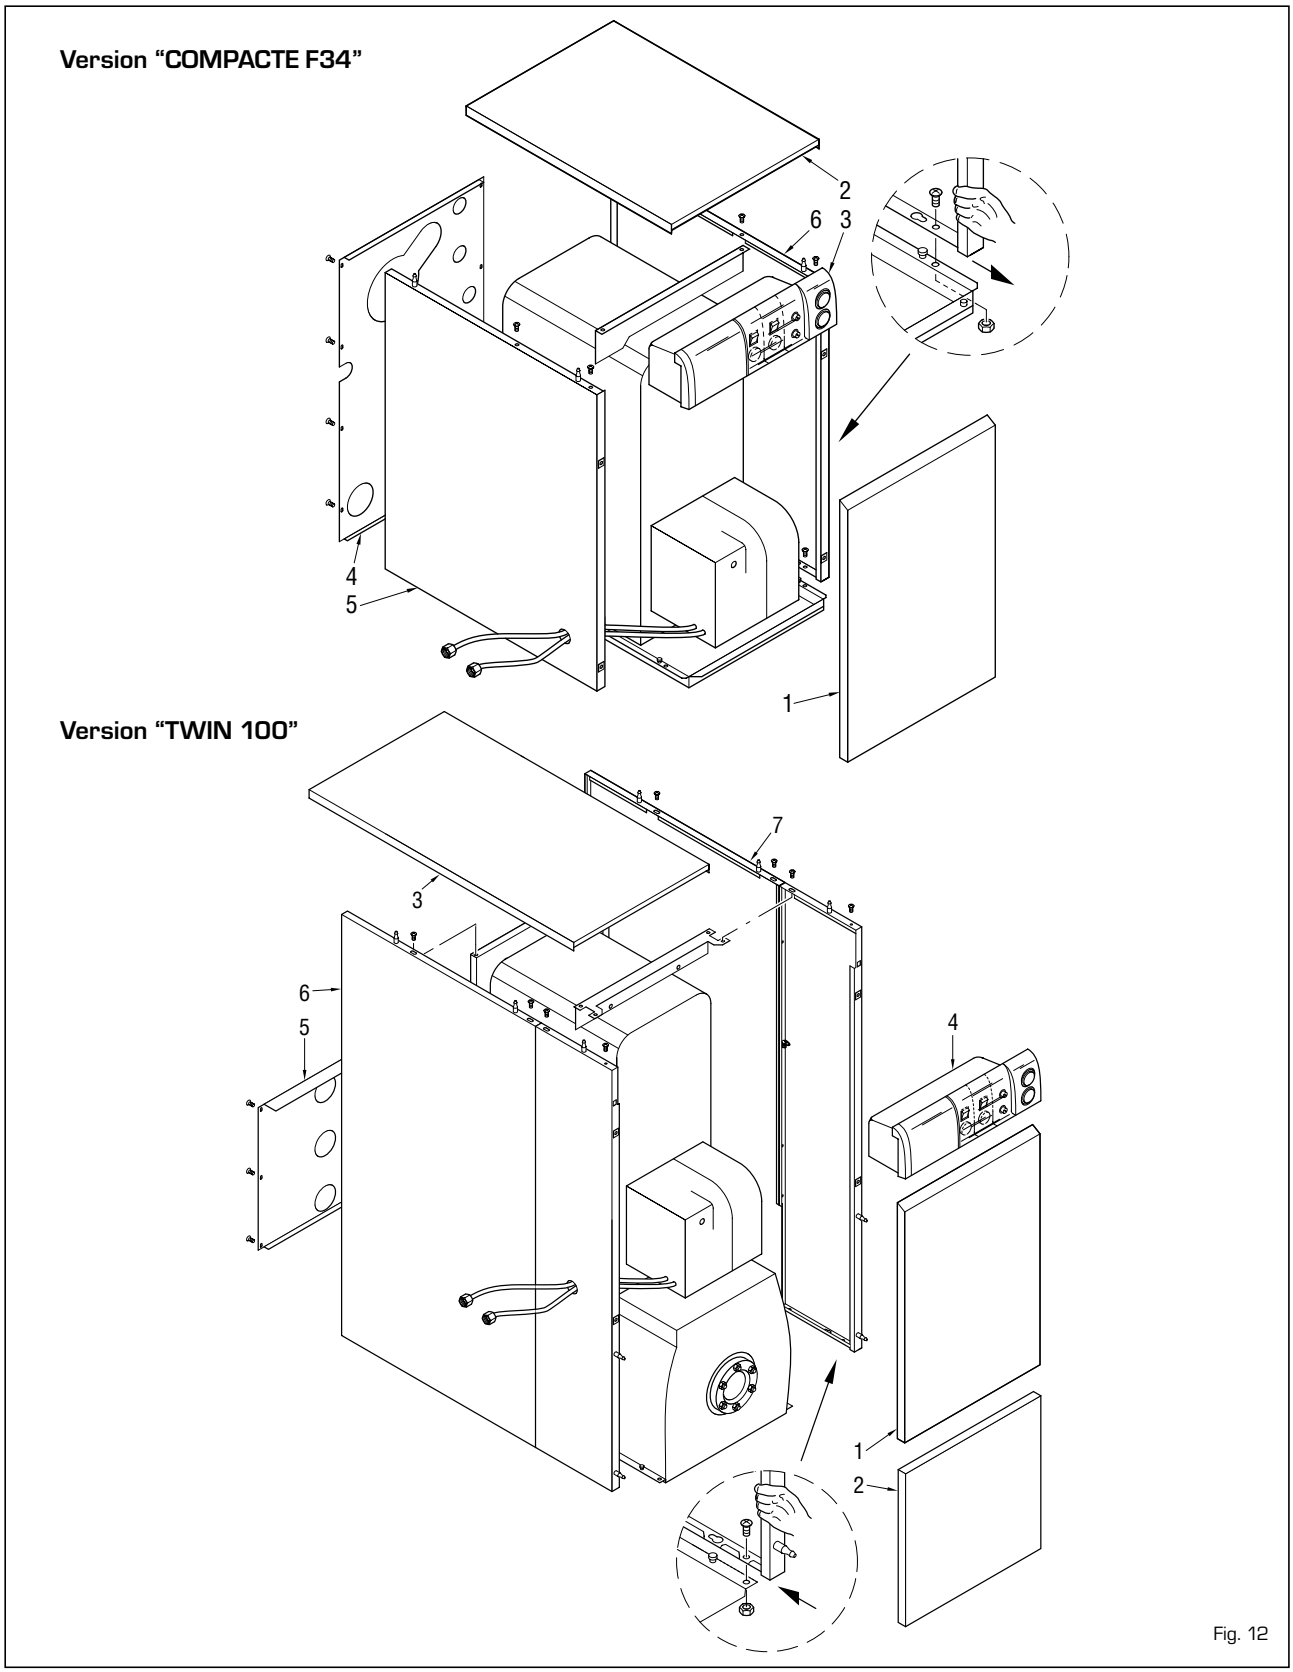

Fig. 12
Si l'installation requiert des réglages différents de ceux faits en usine, ceux-ci doivent être effectués exclusivement par un personnel autorisé et dans le respect des instructions ci-dessous: pour accéder aux organes de réglage de unité de combustion, enlever la porte de la jaquette (fig. 12).
4.2 DEMONTAGE DE LA JAQUETTE (fig. 12)
Pour nettoyer plus facilement la chaudière on peut démonter complètement la jaquette en suivant la progression numérique indiquée sur la fig. 12.